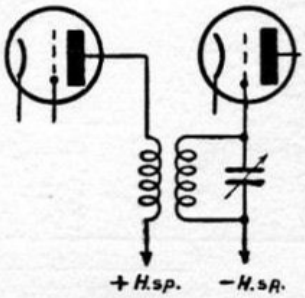

Fig. 52. H.F. transformatorkoppeling met afgestemde secondaire wikkeling.
W. — Goed begrepen! Het is noodzakelijk, dat de selectie, die in den afstemkring van de antenne begonnen is, wordt voortgezet in de koppelingskringen van den hoogfrequent-versterker. We zullen daarvoor selectieve transformatoren gebruiken en een van beide of zelfs de beide wikkelingen afstemmen (fig. 52 en 53). Zulke transformatoren laten alleen dien stroom door, welke de frequentie heeft, waarop ze zijn afgestemd, met uitsluiting van alle andere.